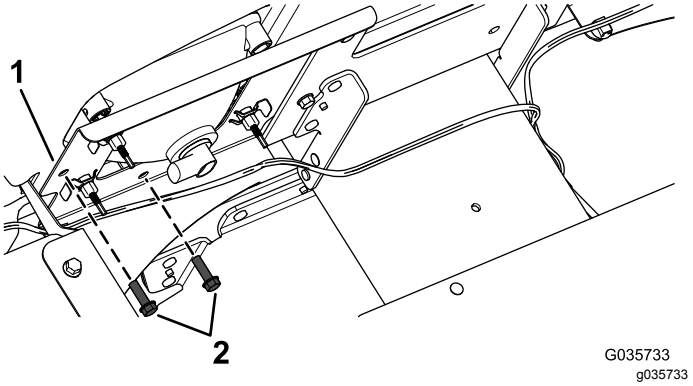

Figura 1
1. Retire los 2 tornillos existentes de los soportes de los faros (Figura 1).